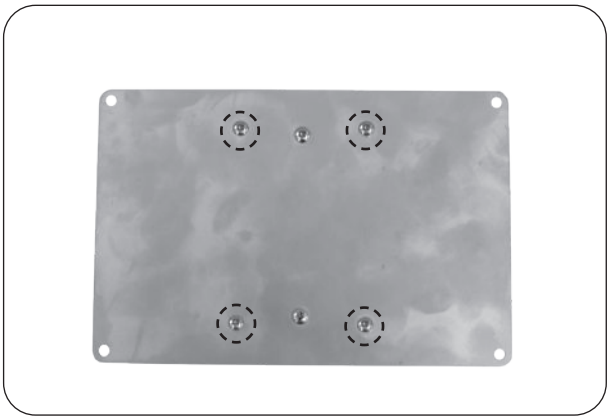

Fig. 45-3 Remove 4 small screws
4. Remove the 4 small screws found on the cover of the power supply box (see Fig. 45-3).